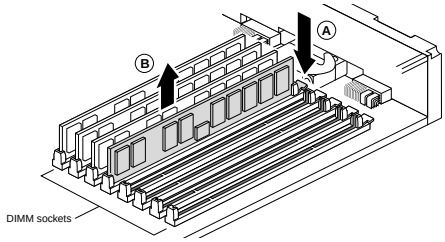

Figure 5-107 DIMM Removal & Installation
a.) Locate and unlatch the memory on the System Module. Press down on the latch, near the end of each **DIMM** socket (Figure 5-107). The **DIMM**s will partially eject from the socket.